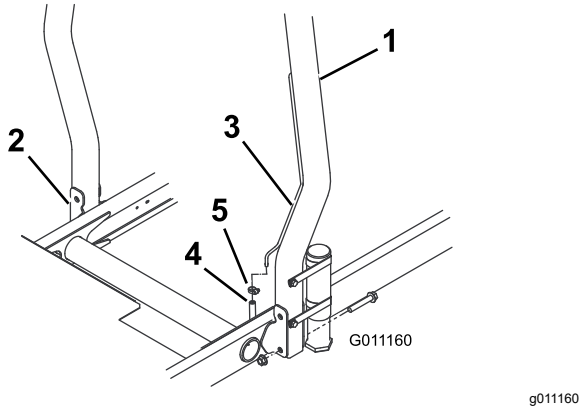

**Figur 8**
1. Sänk ned störtbågen till traktorenhetens monteringsfästen och passa in monteringshålen. Kontrollera att luftningsröret på störtbågen sitter på maskinens vänstra sida (Figur 8).
2. Fäst vardera sidan av störtbågen på monteringsfästena med två flänsskruvar och två låsmuttrar (Figur 8). Dra åt fästelementen till 81 N·m.